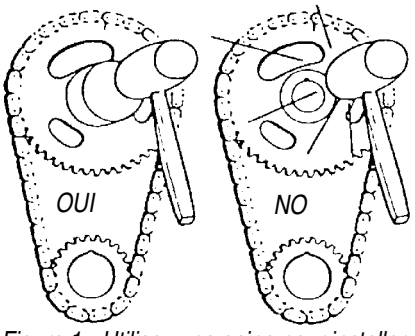

Figure 1 - Utilisez une gaine pour installer les pignons à emmanchement à force
- ***UTILISEZ UNE GAINE*** *pour les installations qui exigent l'usage d'un marteau (voir Fig.1). Un poinçon à mandrin en laiton peut être utilisé si vous alternez avec précaution les coups de chaque côté du pignon pour éviter d'armer.*